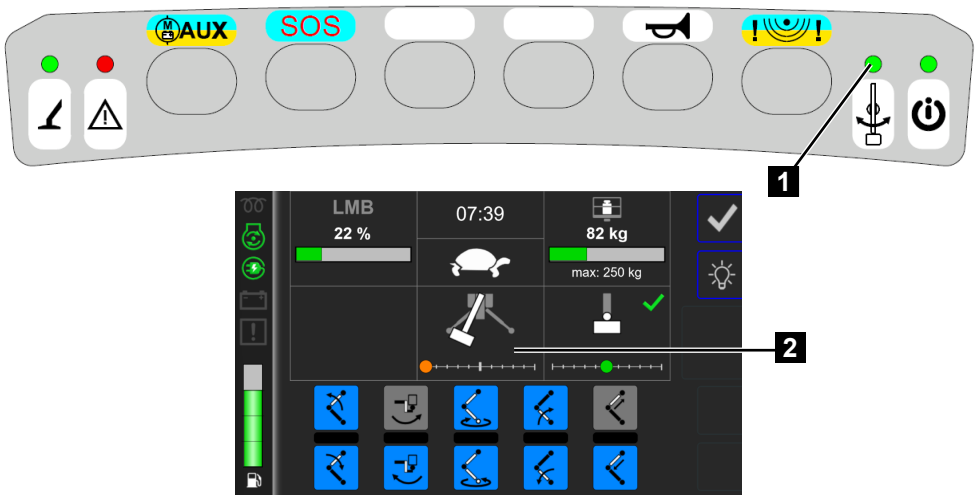

Fig. 139
3. Swivel the boom system towards the transport position until the “boom system in centre position” (Fig.139/1) light lights up. At the same time, the display (Fig.139/2) shows that the centre position is being approached.